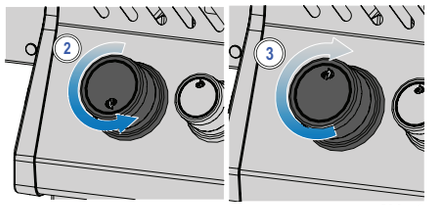

Abb. 1
4. Falls Zündflamme und Brenner nicht binnen fünf Sekunden zünden, drehen sie den Bedienknopf im Uhrzeigersinn zurück auf AUS. Warten Sie fünf Minuten, bis sich das Gas verflüchtigt hat. Wiederholen Sie Schritt 2 und 3 oder verwenden Sie ein Streichholz zum Anzünden. (Abb. 1) .
5. Falls der Brenner nicht zündet, drehen sie den Bedienknopf im Uhrzeigersinn zurück auf AUS. Warten Sie fünf Minuten. Wiederholen Sie Schritt 3 und 4. (Abb. 1)